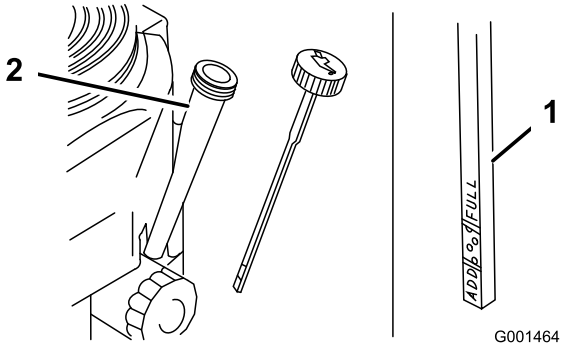

**Figur 16**
3. Gör rent runt oljestickan (Figur 16).
4. Ta bort oljestickan och torka av änden (Figur 16).
5. För ner oljestickan i oljeröret utan att skruva fast den (Figur 16).
6. Dra ut oljestickan och titta på änden. Oljenivån ska ligga mellan fullmarkeringen och påfyllningsmärket (Figur 16).